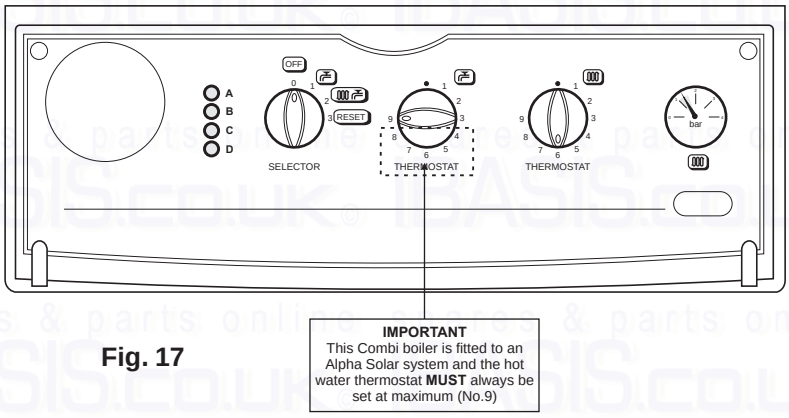

Fig. 17
3. A self adhesive label is supplied in the Solar Valve Kit. This label **must** be located as shown in Fig. 17, over the boiler hot water thermostat knob after it has been set to its maximum position, i.e. fully clockwise to position No. 9. This will ensure that the hot water temperature from the boiler will be approximately 60°C and will prevent the knob from being adjusted to a lower temperature. **Note:** The User must be informed of the purpose of this label, which **must not** be removed.
3. How important it is for the combination boiler hot water thermostat to be left at the maximum position (No. 9) and that it is the purpose of the label (Fig. 17) to maintain this and that the label must not be removed.